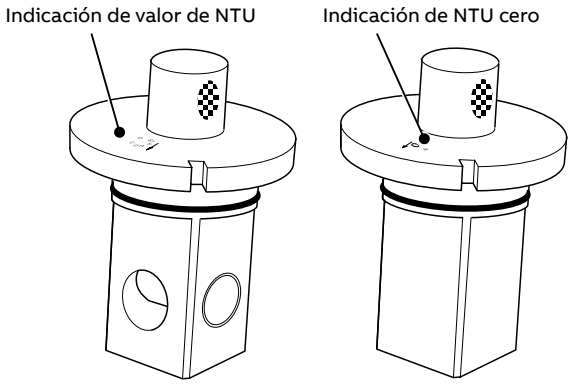
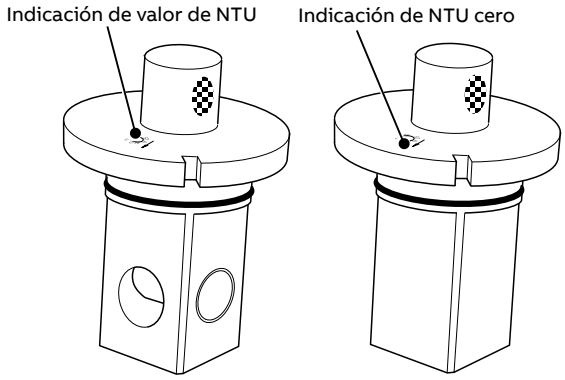
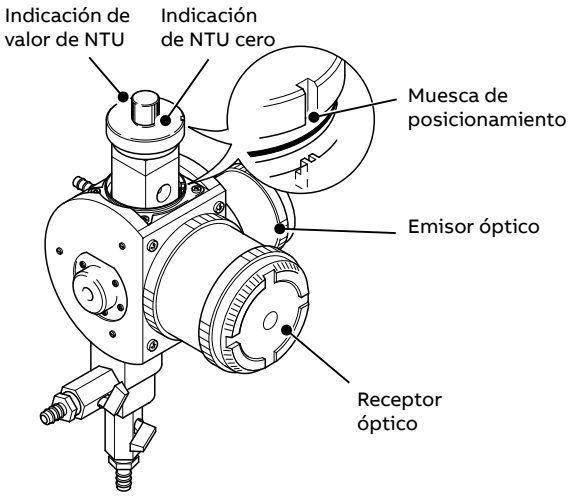

Figura 12 Patrón de calibración seco para sensores de bajo intervalo
Figura 13 Patrón de calibración seco para sensores de alto intervalo
Figura 14 Inserción del patrón seco
9. Inserte el patrón de calibración seco con la indicación de NTU cero (consulte las Figura 12 o Figura 13) apuntando hacia el receptor óptico y asegúrese de que la muesca de posicionamiento encaja correctamente. Consulte la Figura 14.